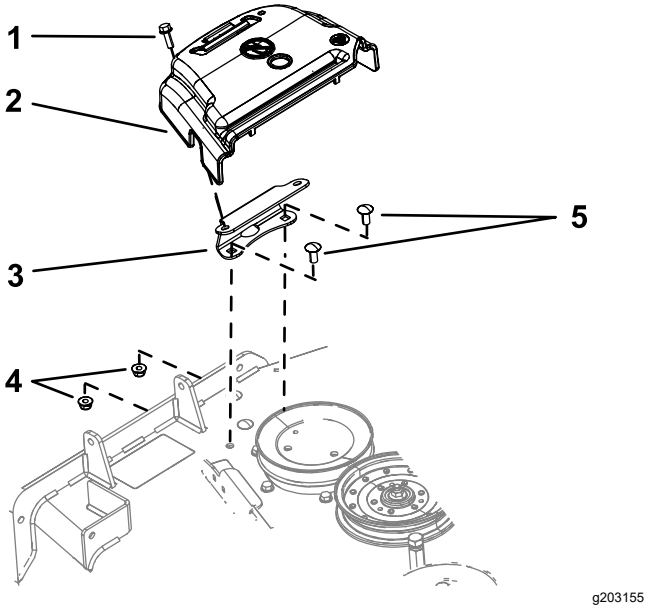

Figur 2
1. Drej bolten, der fastgør remskærmen til skjoldet, mod uret for at løsne den (Figur 2).
2. Fjern remskærmen og bolten fra monteringsbeslaget (Figur 2).
1. Afmonter de 2 bolte og 2 flangemøtrikker, der fastgør skærmmonteringsbeslaget til skjoldet (Figur 2).